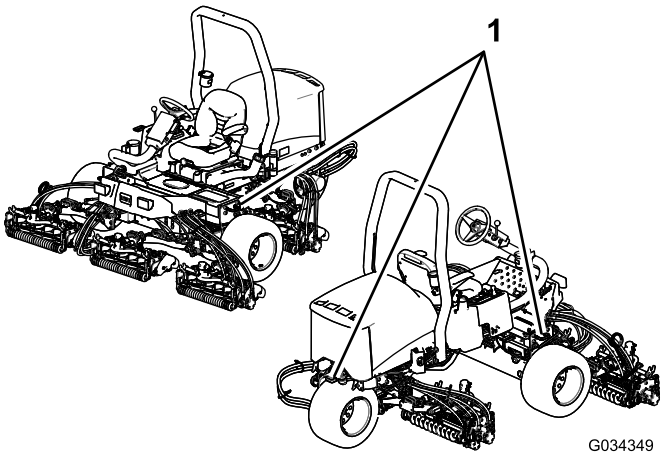

Figur 44
- Bind fast maskinen så att den sitter säkert med spännband, kedjor, vajrar eller rep. Både de främre och bakre spännremmarna ska vara riktade nedåt och ut från maskinen. Se Figur 44.